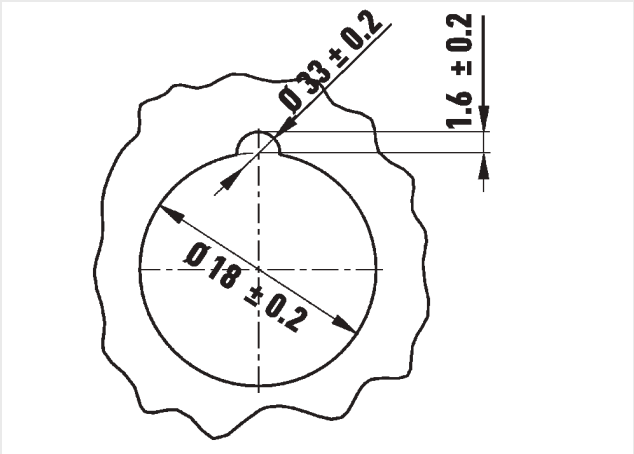

FIG. 5
- Usinez une fraise pour la prise FIG. 5.